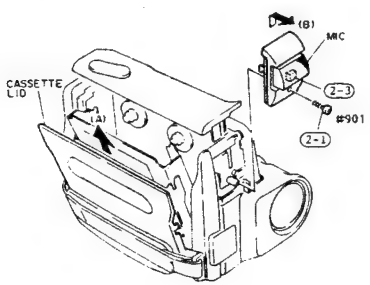

Fig. 2-21
1) Remove the cassette lid in the direction of arrow (A). (See Fig. 2-21)
(2) Microphone (MIC)
1) Remove one (1) screw holding the MIC. (See Fig. 2-21)
2) Remove the MIC in the direction of arrow (B).